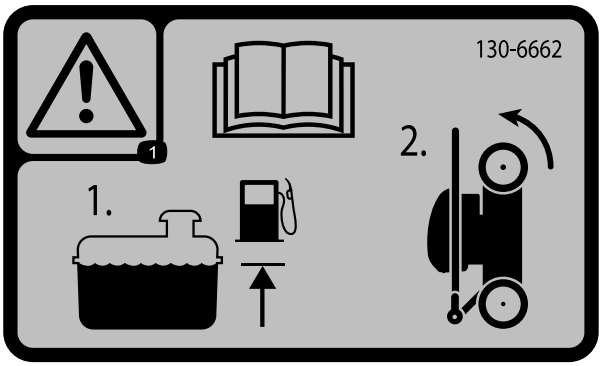

Figur 17
1. Kontrollera att mängden bensin i bränsletanken inte överskrider motortillverkarens högsta rekommendation. Se motortillverkarens dekal på motorn (Figur 17).